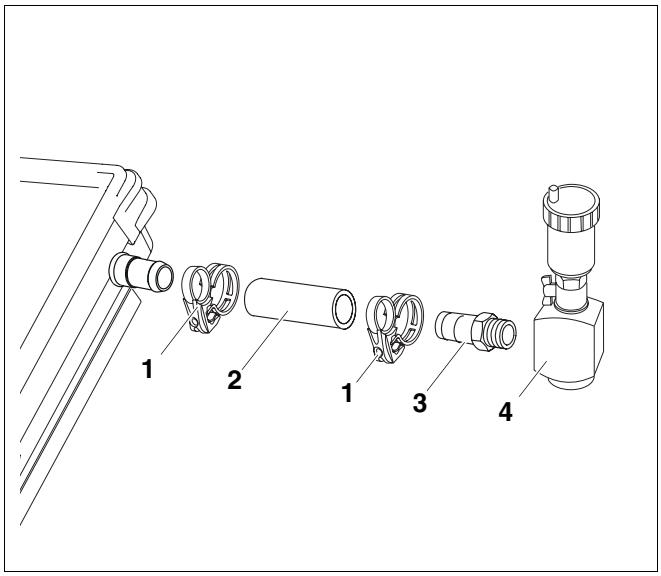

Afb. 53 Luchtbeker met ontluchter aan de vertrekleiding aansluiten
- Voor de vertrekaansluiting (bovenste aansluiting van de - vanuit hydraulisch standpunt - laatste collector) moet de korte slang (afb. 53, **pos. 2**) met de veerklemring (afb. 53, **pos. 1**) aan de collector gemonteerd zijn.
- Monteer de bijgeleverde flexibele slang (afb. 53, **pos. 3**) aan de luchtbeker (afb. 53, **pos. 4**).